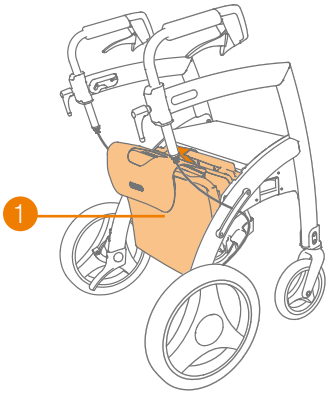

Figure 31: Transport chair package attached.
c. Place the Rollz transport chair package in the two notches behind the seat **(Figure 31)**.
a. Attach the transport chair package to the Rollz Motion before you go out **(Figure 31)**.